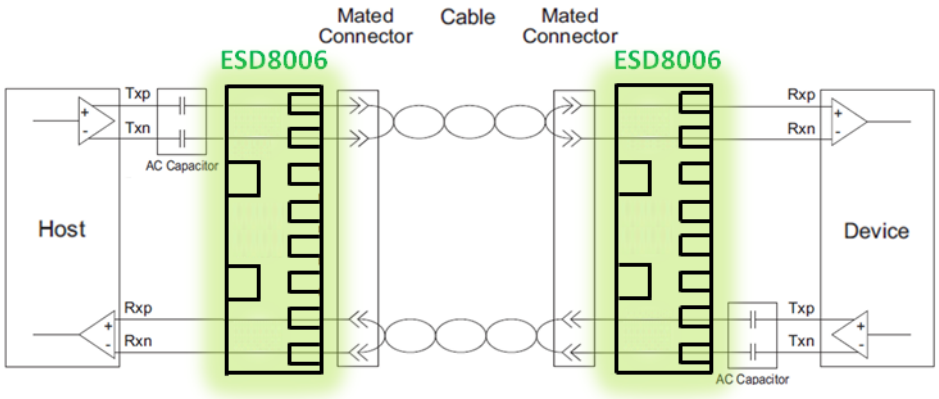

Figure 18. USB 3.0 Connection Diagram
- In USB 3.0 applications, the ESD protection device should be placed between the AC coupling capacitors and the I/O connector on the TX differential lanes as shown in Figure 18. In this configuration, no DC current can flow through the ESD protection device preventing any potential latch−up condition. For more information on latchup considerations, see below description on Page 11.